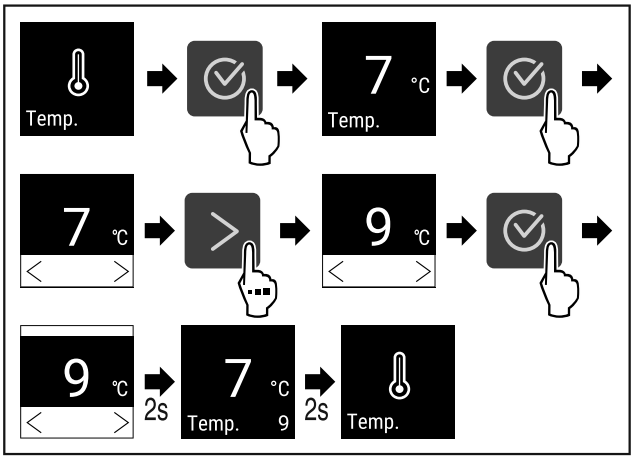

Fig. 66 Cambio de temperatura de 7°C a 9°C
▶ Ejecutar los pasos (consulte Fig. 66) .